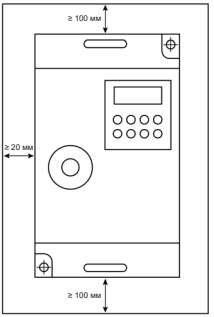

Рис. 3.1 – Требования к минимальным воздушным зазорам
• Для всех типоразмеров допустимое расстояние между ПЧ - 100 мм по вертикали; по горизонтали: для типоразмера 3 - 20 мм, для типоразмеров 1 и 2 – нет строгих требований к размещению по горизонтали (см рис. 3.1).